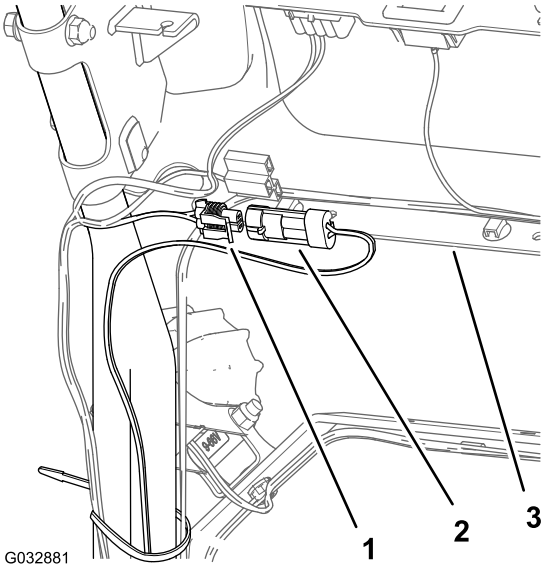

Figura 14
4. En la parte de atrás de la consola, conecte el conector de dos pines del arnés de cables para el kit de luces LED en el conector hembra de dos vías del arnés de cables para el kit de arnés para luces LED y contador de horas inalámbrico (Figura 14).